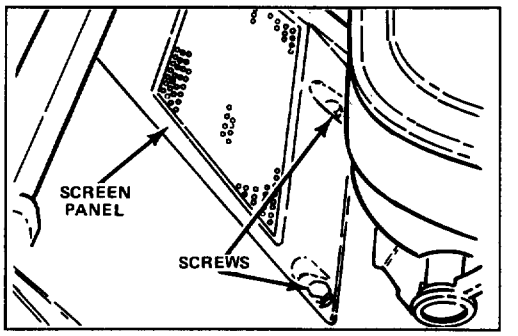

Figure 27
2. Remove (2) 1/2" self tapping screws securing panel screen to mower deck and remove panel screen (Fig. 27).